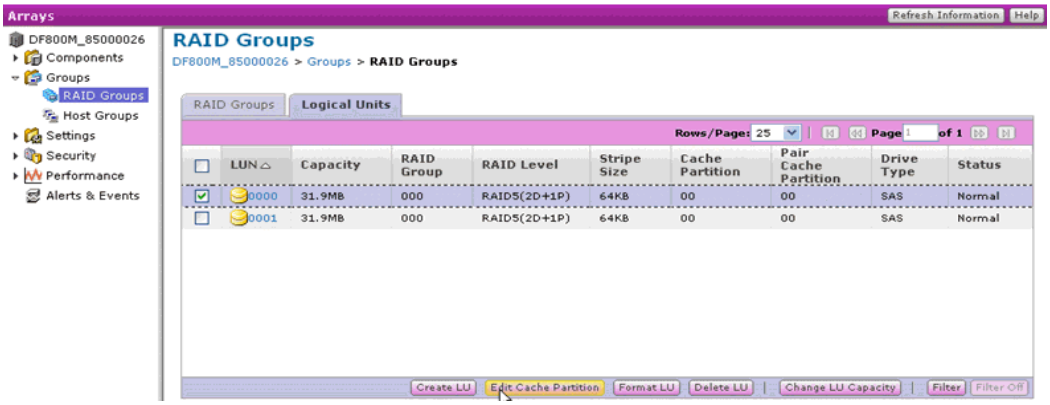

Figure 5-3: Logical Units Tab
5. Click the **Logical Units** tab. Figure 5-3 appears.
5. Click the **Logical Units** tab. (See Figure 5-3 on page 5-16)